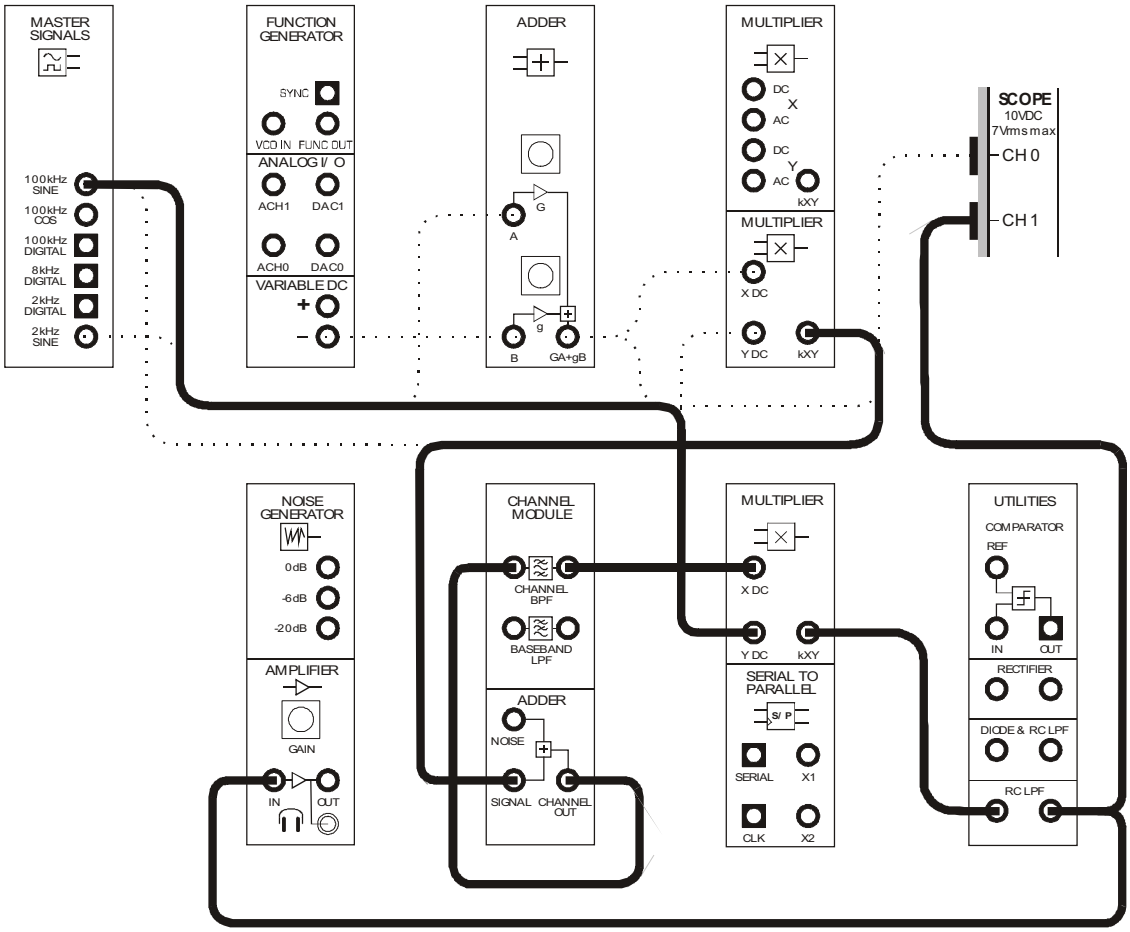

Figure 8
47. Modify the set-up as shown in Figure 8 below.